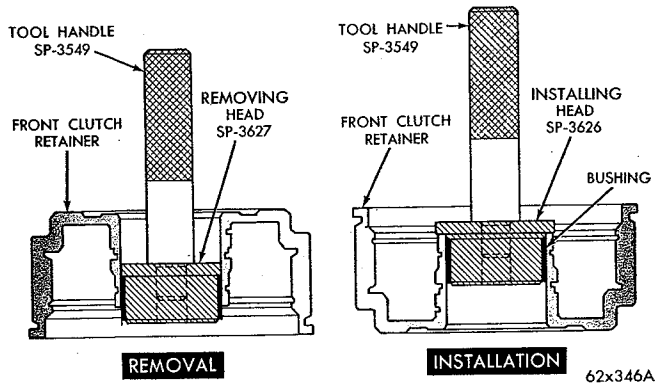

*Fig. 80—Replacing Front Clutch Retainer Bushing*
(1) Lay clutch retainer (open end down) on a clean smooth surface and place removing head Tool SP-3627 in the bushing (Fig. 80). Install handle Tool SP-3549 in removing head.
(2) Drive bushing straight down and out of clutch retainer bore. Be careful not to cock tool in the bore.
(3) Lay clutch retainer (open end up) on a clean smooth surface. Slide a new bushing on installing head Tool SP-3626, and start them in clutch retainer bore (Fig. 80).
(4) Install handle Tool SP-3549 in installing head. Drive bushing into clutch retainer until tool bottoms.
(5) Thoroughly clean clutch retainer before assembly and installation.